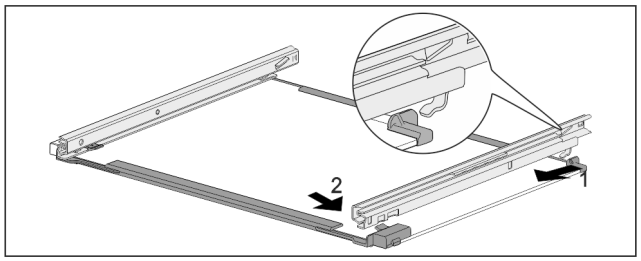

Fig. 254 带轨道的玻璃隔板
▶ 轨道后部钩入。 *Fig. 254 (1)*
▶ 轨道前部卡紧。 *Fig. 254 (2)*